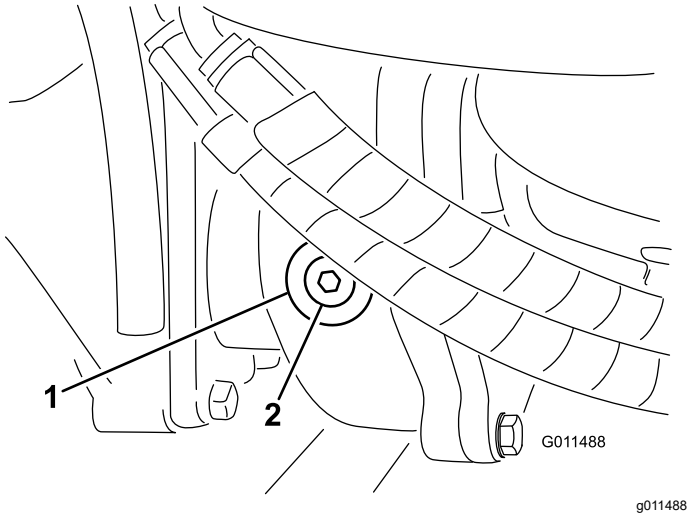

Figuur 113
2. Verwijder de controle/vulplug aan de linkerzijde van de tandwielkast en controleer of de tandwielolie tot aan de onderkant van de opening komt (Figuur 113).